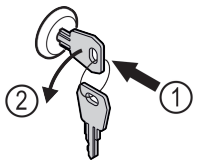

Fig. 166
▶ Introduceți cheia prin apăsare. *Fig. 166 (1)*
▶ Rotiți cheia cu 90° în sens invers acelor de ceasornic. *Fig. 166 (2)*